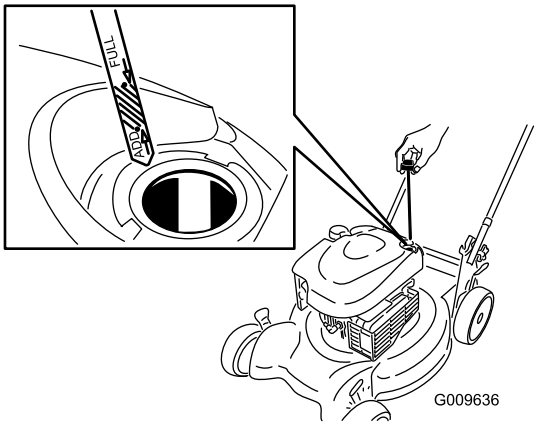

Figuur 21
2. Verwijder de peilstok (Figuur 21).
4. Giet **langzaam** olie in de vulbuis totdat het peil de **Vol**-markering op de peilstok bereikt (Figuur 21). **Niet te vol vullen.** (Maximale vulhoeveelheid: 0,59 l, type: SAE 30 reinigingsolie, met onderhoudsclassificatie SF, SG, SH, SJ, SL van het American Petroleum Institute [API] of hoger).